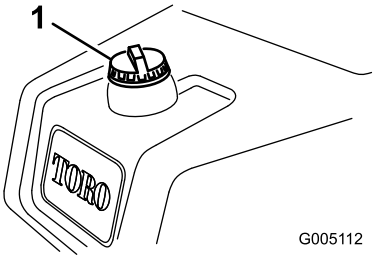

**Figur 24**
1. Rengjør rundt drivstofflokket (Figur 24).